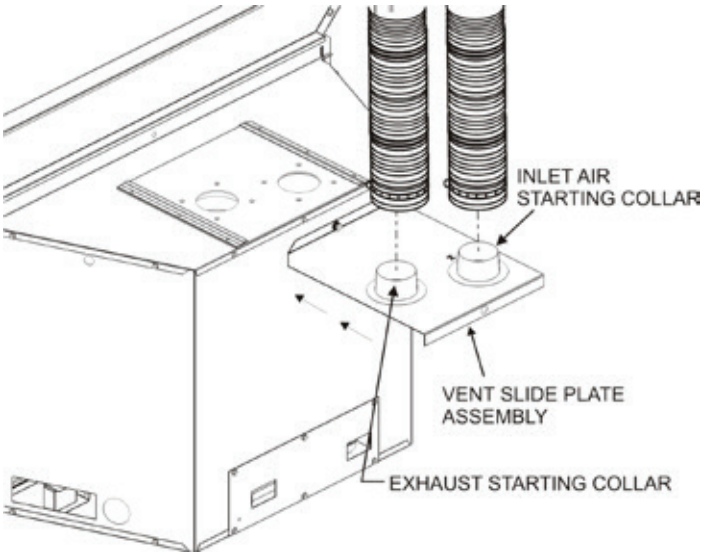

**Figure 9**
3. Remove the vent slide plate assembly from the top of the insert. **See Figure 9.**